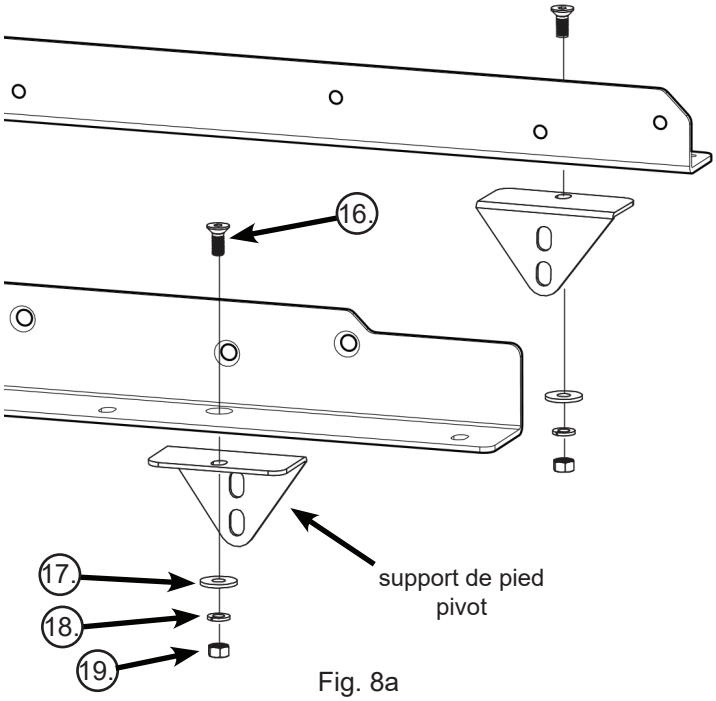

Fig. 8a
8. Localisez les deux supports de pied. Retirez les deux boulons fraisés à tête creuse M8 x 20 de l'emballage de quincaillerie de table T-Glide ainsi que deux rondelles M8, deux rondelles de blocage M8 et deux écrous hexagonaux M8. Montez un support de pied sur le dessous de chacun des rails, comme indiqué sur la Fig. 8a. Serrez les écrous à la main; ne les serrez pas complètement.